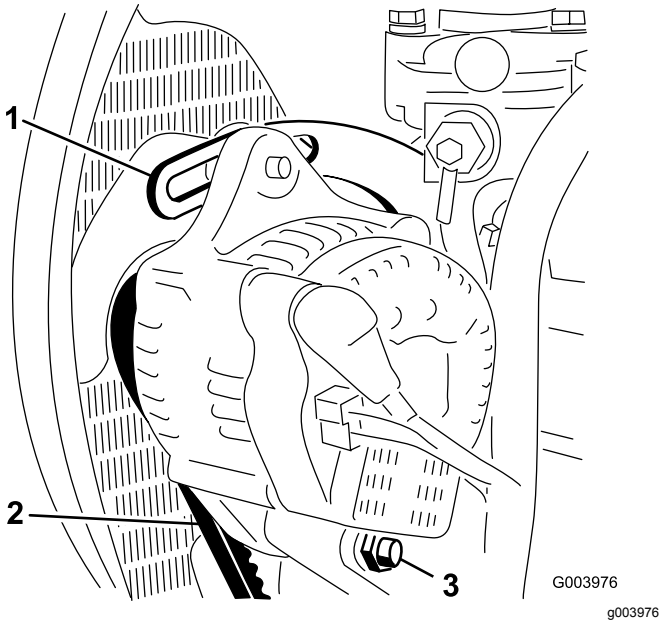

Figur 54
2. Kontroller generatorremmens tilspænding ved at trykke på den (Figur 54) midt mellem generatoren og krumtapakslen med en belastning på 10 kg.
3. Løsn den bolt, der fastgør afstiveren til motoren (Figur 54), den bolt, der fastgør generatoren til afstiveren, og drejebolten.